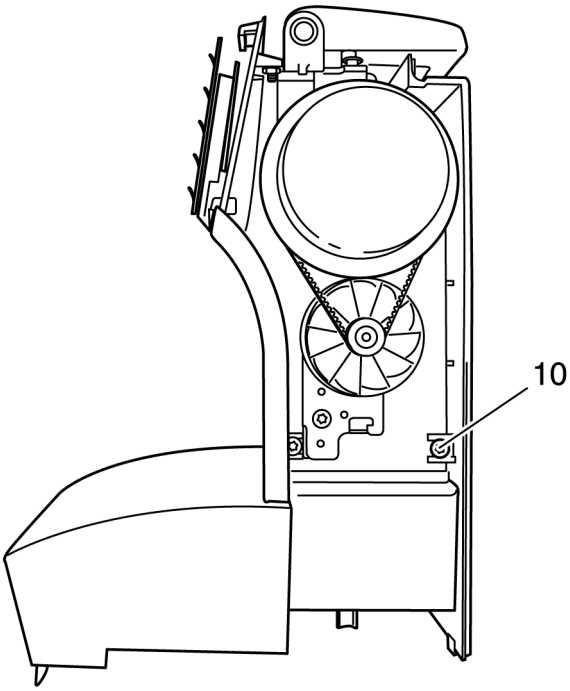

Рис. 9
- Ослабьте крепежные винты 10 и 11 задней оболочки корпуса (рис. 9 и 10).